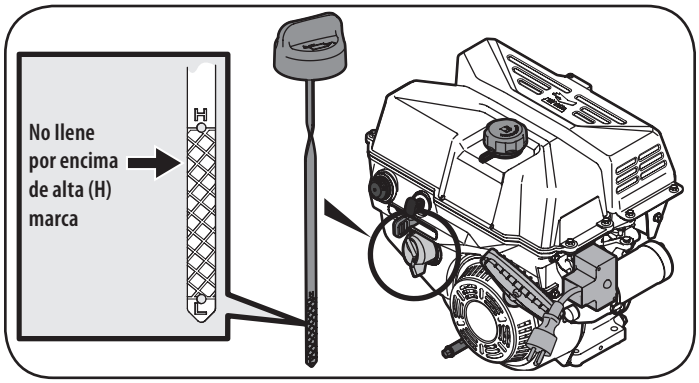
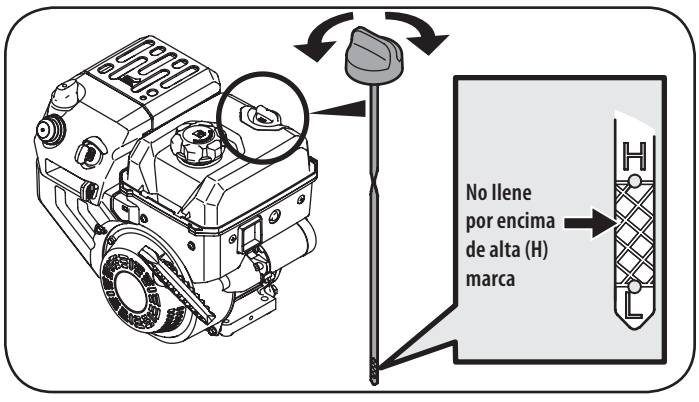

Figura 52
Figura 53
3. Retire el tapón de llenado de aceite. Si el nivel está bajo, agregue aceite lentamente hasta registros de nivel del aceite entre alto (H) y bajo (L). Vea la Figura 52 o Figura 53.